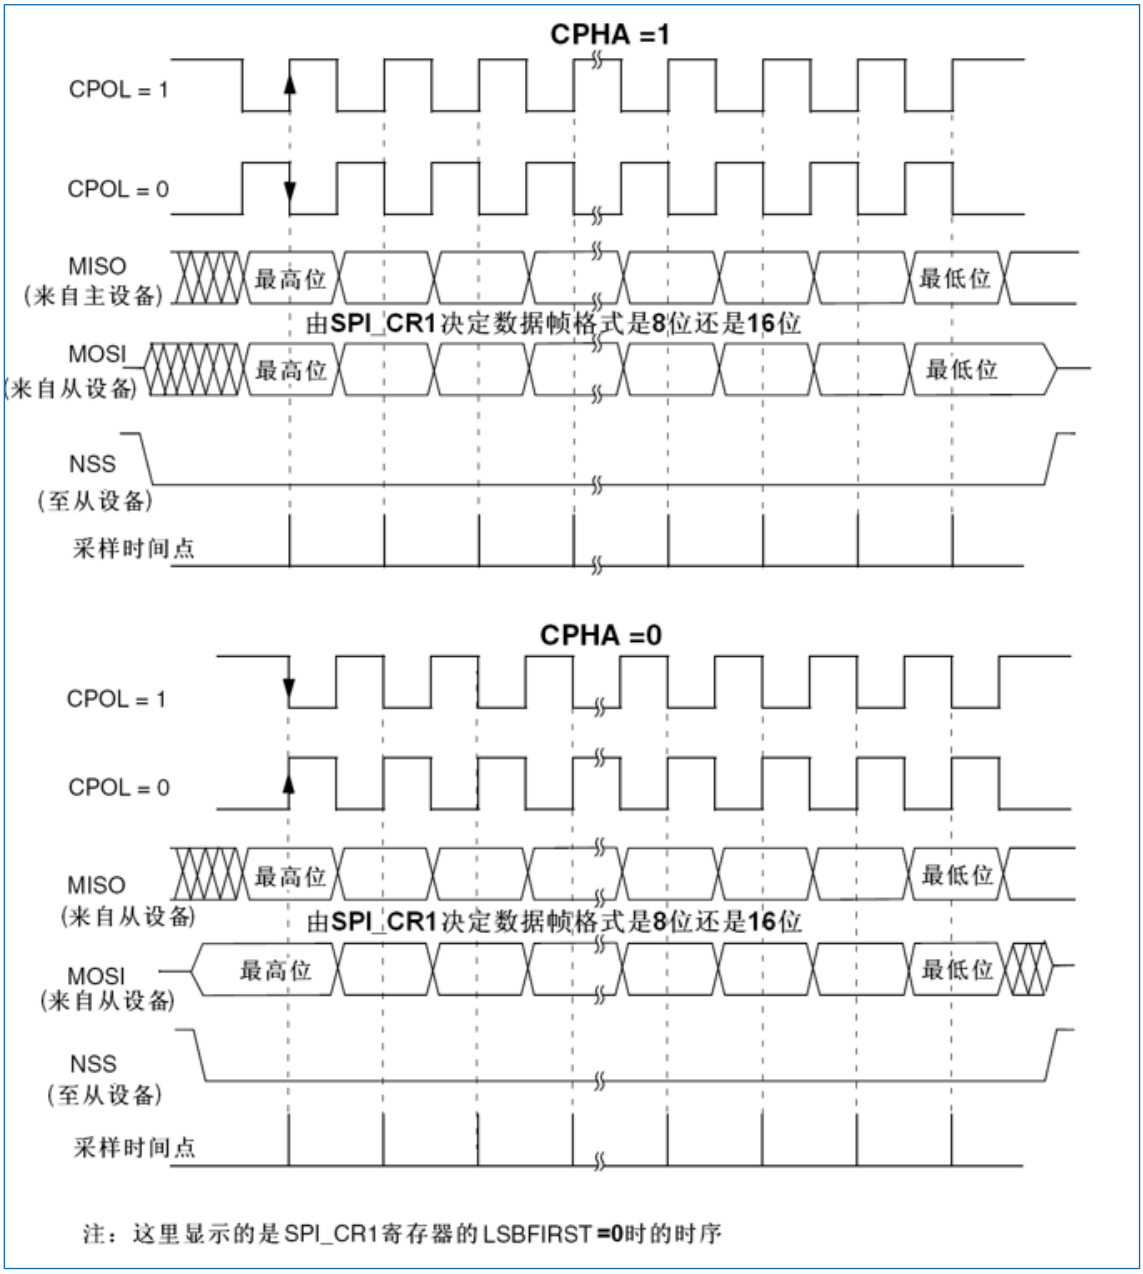

图 24-3 数据时钟时序图
2. 选择 CPOL 和 CPHA 位来定义数据传输和串行时钟之间的相位关系（见图 24-3）。为保证正确的数据传输，从设备和主设备的 CPOL 和 CPHA 位必须配置成相同的方式。
2. 选择 CPOL 和 CPHA 位，定义数据传输和串行时钟间的相位关系（见图 24-3）。